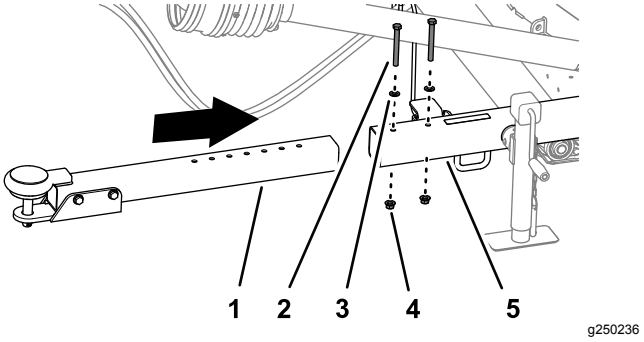

Rysunek 6
1. Odkręć 2 nakrętki kołnierzowe, 2 śruby mocujące i 2 podkładki mocujące rurę zaczepu do rury ramy (Rysunek 6).